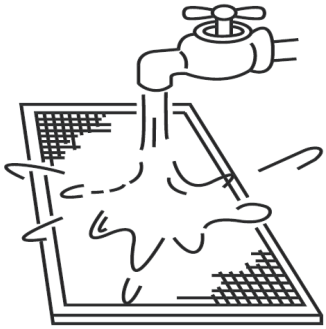

Abb. 5-14
b. Verwendung von Klarwasser: Die Lufteingangsseite sollte nach unten zeigen. (Siehe *Abb. 5-14*.)